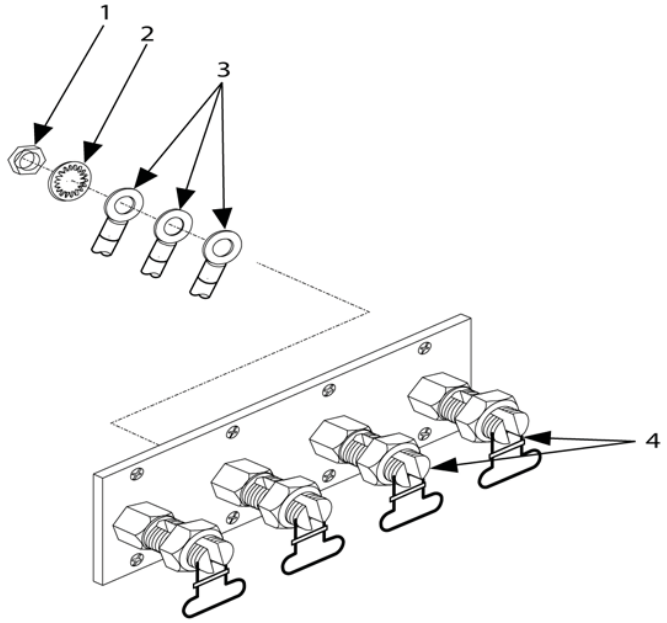

Figure 3. Switch Box Load Terminals.
2. Measure continuity of switch box harness W9 as listed in Table 1. Refer to WP 0036, Figure 3 and wiring diagram (FO-1).
4. If all wires pass continuity check, install relay board assembly (1), four flat washers (4), screws (7), lockwashers (3), and screws (2).
5. Remove nut (Figure 3, Item 1), internal tooth washer (2), and W9 harness lead (3) from load terminals L0 and L3 (4).
2. Using WP 0036, Figures 3, 4 and FO-1 as a reference, connect wires to switches S1, S2, and S10; indicator light housings XDS1-XDS7; and permissive paralleling relay PP.
5. Install W9 harness leads (Figure 3, Item 3), internal tooth washer (2), and nut (1) on load terminals N and L3 (4).